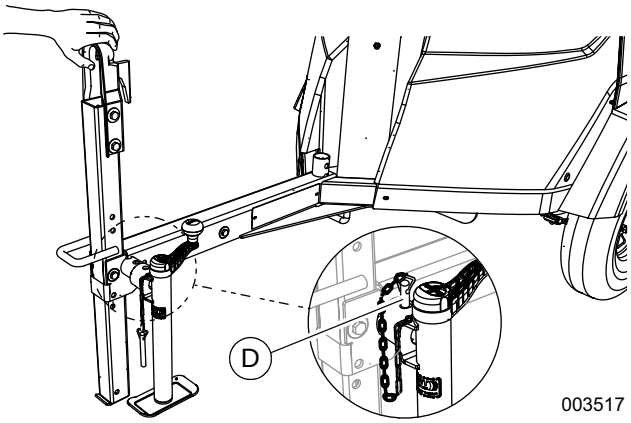

Figure 2-4. Jack Installed
4. See ***Figure 2-4***. Install jack and secure with clevis (D).